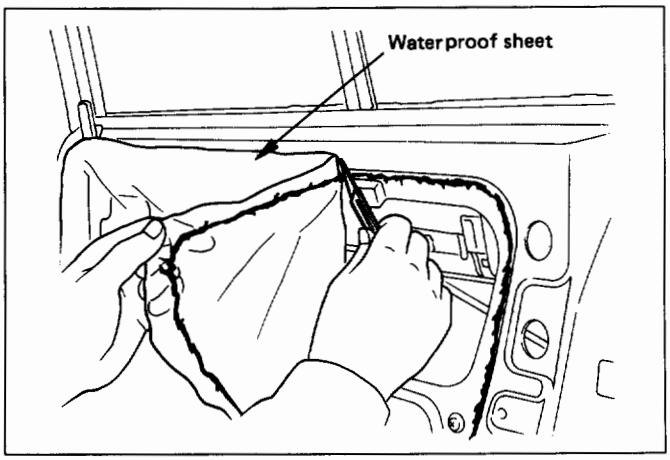

Fig. 10-58
2. **Waterproof sheet (Fig. 10-58)**